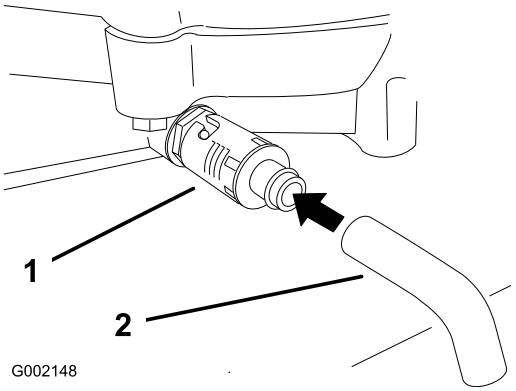

Figur 20
4. Sett et fat under tappehullet. Snu på oljetappeventilen slik at oljen tømmes (Figur 20).